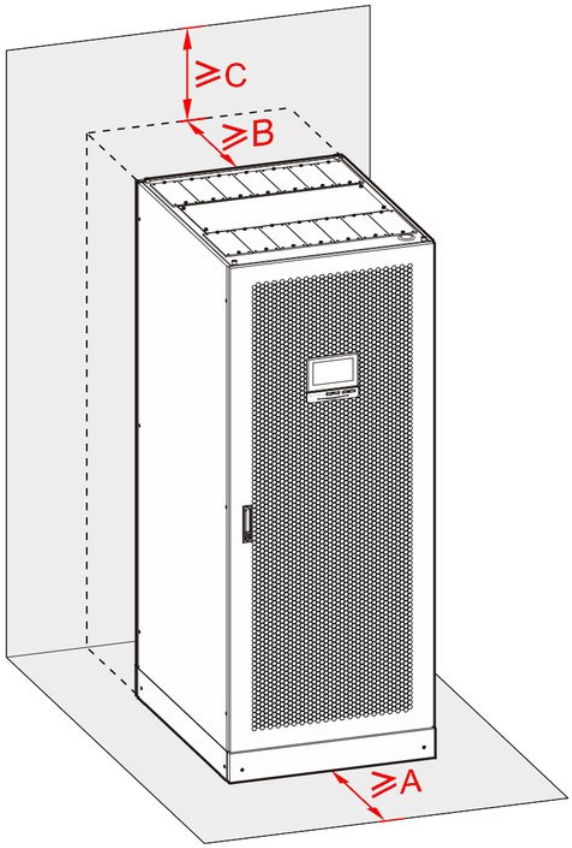

FIGURE 3-4 Installation space diagram
- When the UPS units are installed in parallel system, the space reserved around the entire combined system should meet the installation space requirements shown in Figure 3-4.